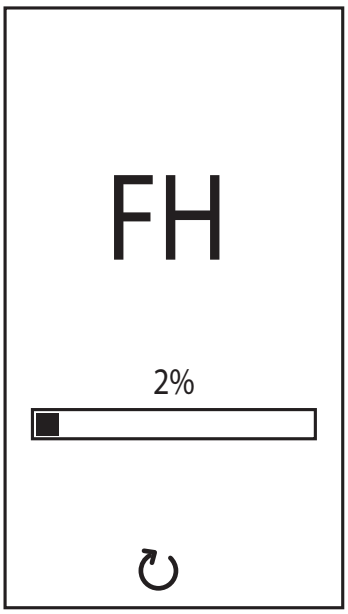

рис. 8- Выпуск воздуха с включенным вентилятором
- В течение последующих 20 секунд на дисплее высвечивается символ "**FH"**, обозначающий цикл спуска воздуха из системы отопления при работающем вентиляторе (рис. 8).